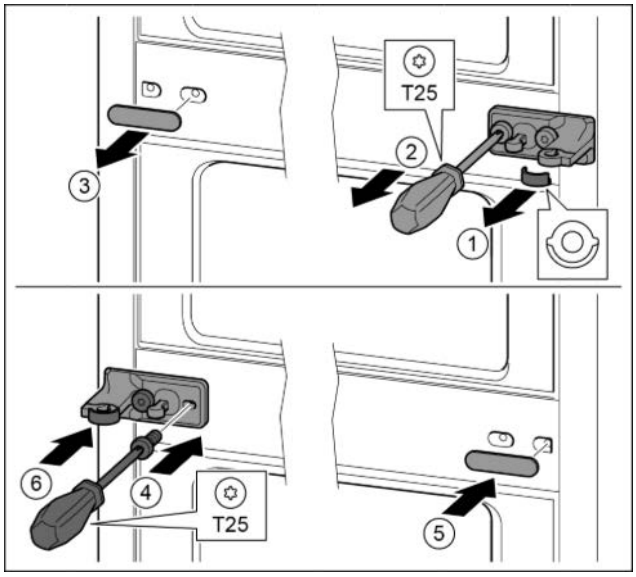

Fig. 30
▶ Снять шайбу. *Fig. 30 (1)*
▶ Выкрутить винты отверткой T25. *Fig. 30 (2)*
- ▶ Осторожно снять крышку. *Fig. 30 (3)*
- ▶ Плотно прикрутить опорный кронштейн с подкладкой с поворотом на 180° с другой стороны. *Fig. 30 (4)*
- ▶ Установить крышку с поворотом на 180° с другой стороны. *Fig. 30 (5)*
- ▶ Спереди надвинуть шайбу. *Fig. 30 (6)*